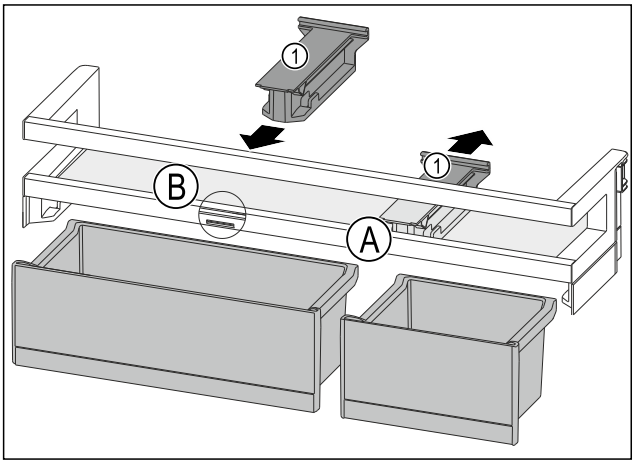

Fig. 156
- ▶ Halteteil *Fig. 156 (1)* in Position *Fig. 156 (A)* nach hinten abziehen.
- ▶ Halteteil *Fig. 156 (1)* in Position *Fig. 156 (B)* einsetzen.